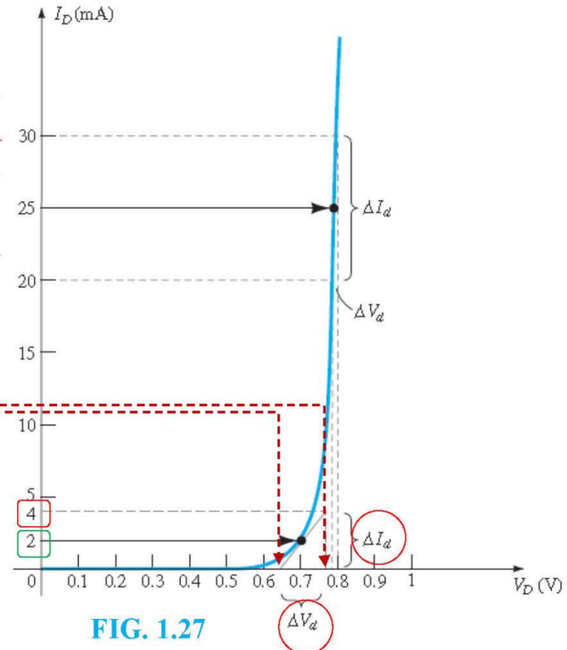

FIG. 1.27
EXACE 1.4 For the characteristics of Fig. 1.27 :
a. For I_D 2mA, the tangent line at I_D 2mA was drawn as shown in Fig. 1.27 and a swing of 2mA above and below the specified diode current was chosen. At I_D 4 mA, V_D 0.76 V, and at I_D 0 mA, V_D 0.65 V. The resulting changes in current and voltage are, respectively,
For the characteristics of Fig. 1.27: (a) Determine the ac resistance at $I_D = 2$ mA. (b) Determine the ac resistance at $I_D = 25$ mA. (c) Compare the results of parts (a) and (b) to the dc resistances at each current level.
b. For $I_D = 25$ mA, the tangent line at $I_D = 25$ mA was drawn as shown in Fig. 1.27 and a swing of 5 mA above and below the specified diode current was chosen. At $I_D = 30$ mA, $V_D = 0.8$ V, and at $I_D = 20$ mA, $V_D = 0.78$ V. The resulting changes in current and voltage are, respectively,